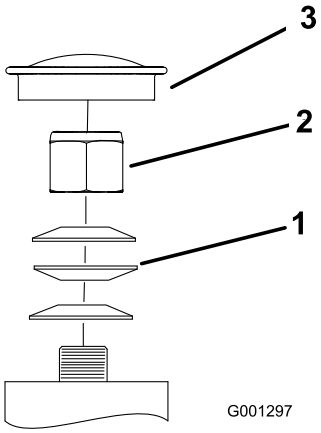

Figur 57
3. Ta av dammkåpan och dra åt låsmuttern (Figur 57).
4. Dra åt låsmuttern tills fjäderbrickorna är plana och släpp sedan efter 1/4 varv för att få rätt förbelastning på lagren (Figur 57).
Viktigt: Kontrollera att fjäderbrickorna har monterats korrekt i enlighet med Figur 57.
5. Montera dammkåpan (Figur 57).